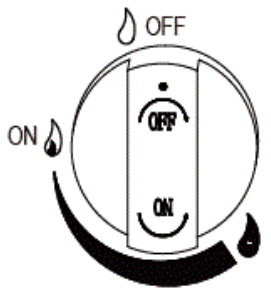

Figura 1
2. Butonul de comandă trebuie să se afle în poziția „OFF” (Figura 1).